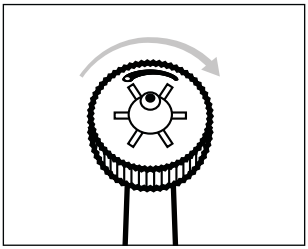

Abb.6
- Drehen Sie den Düsenregler ❶ mit den Fingern im Uhrzeigersinn für einen Mehrfachstrahl zur Zahnfleischmassage (siehe Abb. 6 und 7).